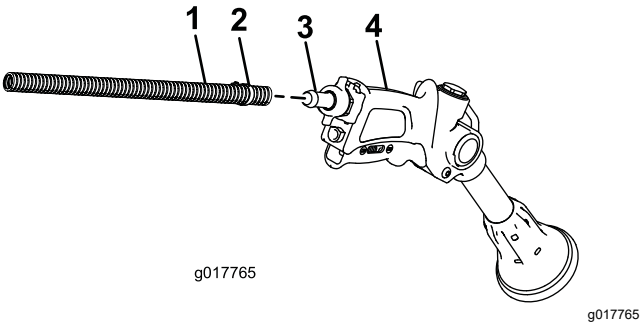

Figura 24
2. Collegare l’estremità libera del tubo flessibile lungo al raccordo sulla pistola a spruzzo (Figura 24).